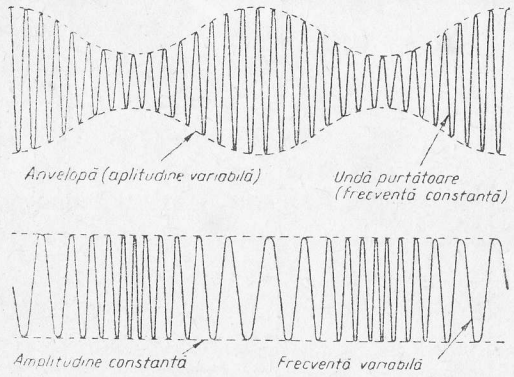

Fig. 13. Unde modulate:
Dacă o oscilație de joasă frecvență denumită modulatoare este „mixată" cu o oscilație de înaltă frecvență denumită purtătoare, astfel încît rezultatul este o oscilație a cărei amplitudine variază în ritmul frecvenței modulatoare, se obține o oscilație modulată în amplitudine. Așa după cum se arată în fig. 13 *a*, „anvelopa" oscilației variază în timp în ritmul oscilației modulatoare, dar frecvența de bază rămîne constantă. Aceasta este caracteristic modulației de amplitudine (MA), iar procesul de obținere a unei oscilații modulate se numește modulație.
Dacă oscilația de frecvență joasă (modulatoare) este utilizată pentru a varia frecvența purtătoarei, amplitudinea acesteia rămînînd constantă, se obține o oscilație ca în fig. 13 *b* denumită oscilație modulată în frecvență (MF). Această formă de transmisiune are cîteva avantaje printre care reducerea la recepție a interferenței datorată impulsurilor perturbatoare.